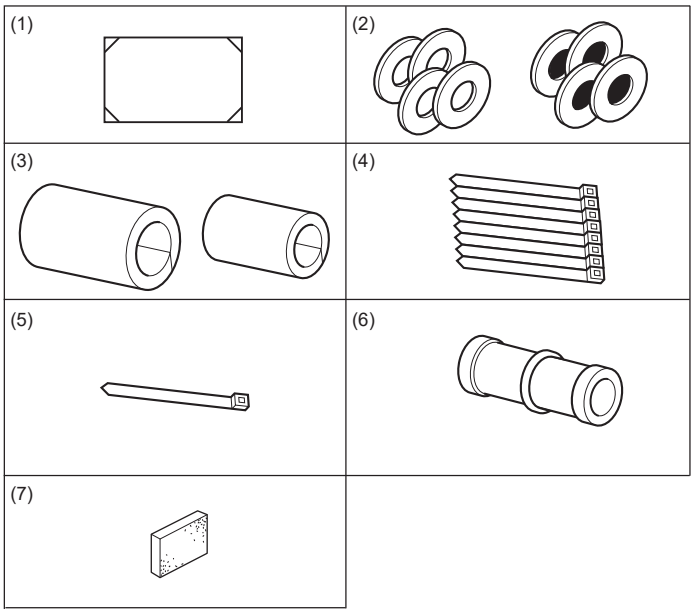

Fig. 3-1
3.1. Controllare gli accessori dell'unità interna (Fig. 3-1)